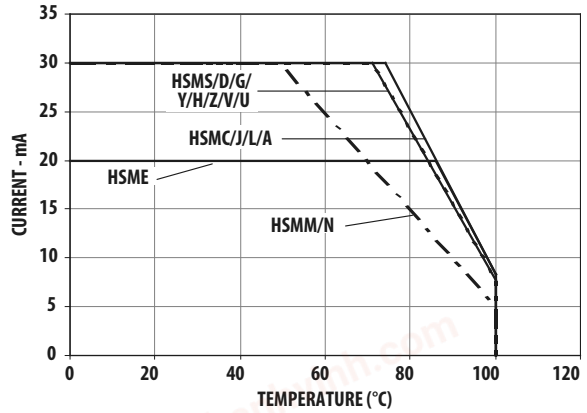

Figure 4. Maximum forward current vs. ambient temperature. Derated based on $T_JMAX = 110°C$, $R\theta_{JA} = 500°C/W$.
1. Derate linearly as shown in Figure 4.